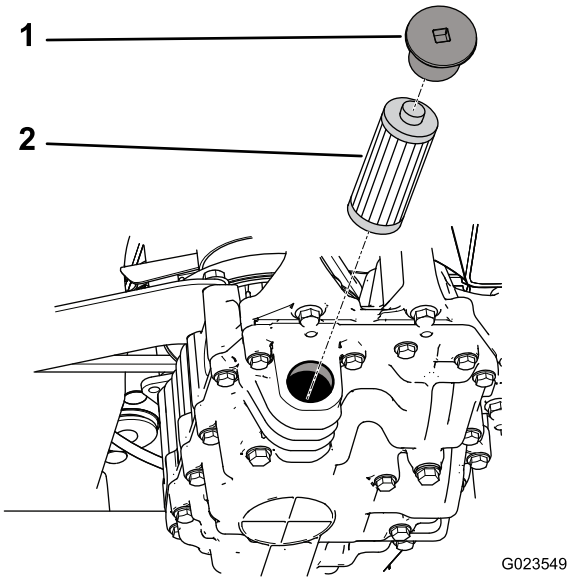

Figur 71
5. Fjern filterlokket og dra filteret ut av drivverket (Figur 71).